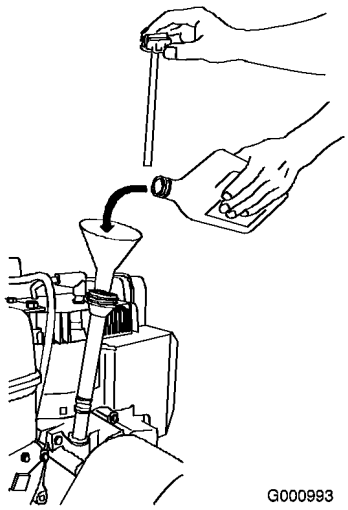

Figur 12
1. Fjern peilestaven, og hell olje **sakte** inn i oljepåfyllingsrøret for å heve oljenivået til det viser fullt på peilestaven. **Ikke fyll på for mye** (Figur 12).